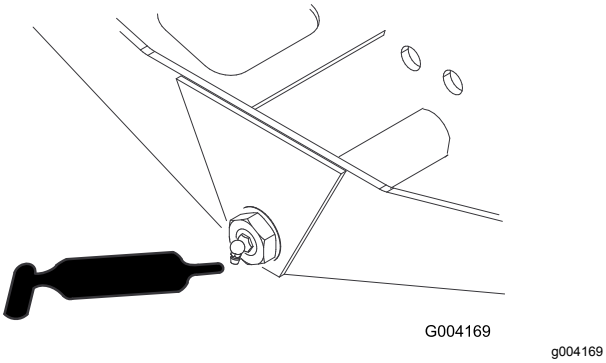

Figur 79
- Akselstyretap (1) (Figur 79)